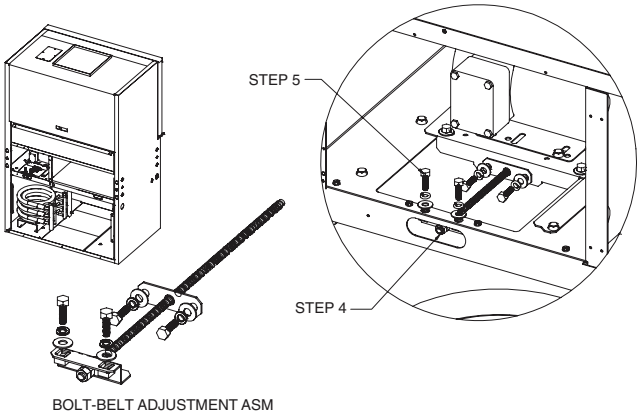

Fig. 20 — Remove Belt and Bolt-Belt Adjustment Assembly
4. Loosen belt tension and take belt off. See Fig. 20.
5. Remove bolt-belt adjustment assembly. See Fig. 20.